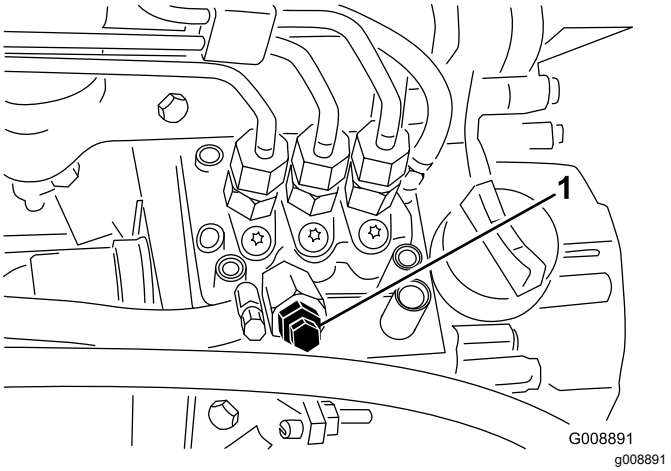

Figuur 51
4. Draai de ontluchtschroef op de brandstofinjectiepomp open (Figuur 51).